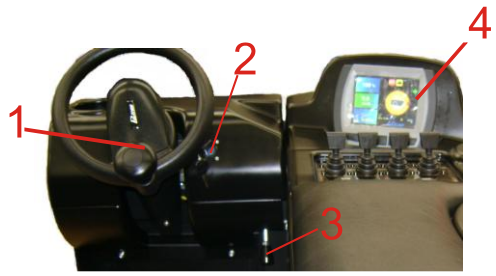

FIGURA 2
2. Selecionar o sentido de direção (frente ou ré) pelo atuador (11-FIGURA 4). Verifique no visor (4-FIGURA 2) o sentido de direção (indicado por uma seta).
- Desligar a chave de contato (2-FIGURA 2). Não mantenha a chave de contato no equipamento enquanto o mesmo estiver fora de uso.